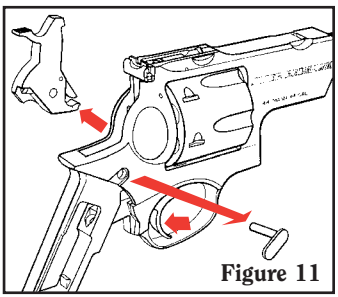

Figure 11
5. Hold the trigger in the rearward position and ***lightly*** strike the pivot pin to release it from the frame. Lift the hammer out of the top of the frame while the trigger is held in a rearward position (see Figure 11).